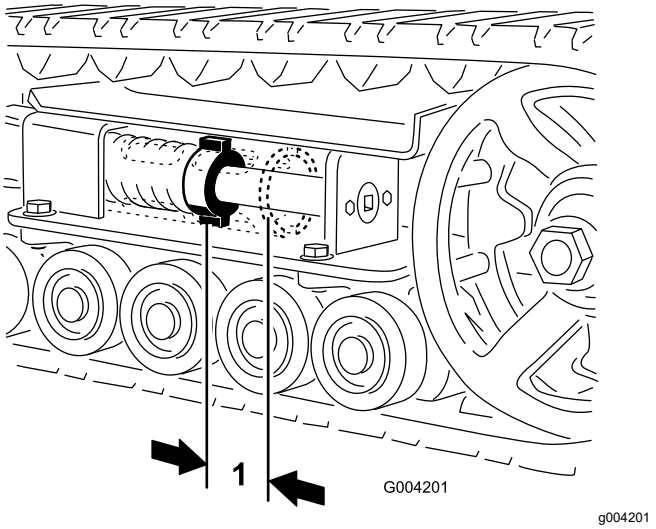

Figura 44
Debe haber una holgura de 7 cm entre la tuerca tensora y la parte de atrás del tubo tensor (Figura 44). Si no es así, ajuste la tensión de las orugas usando el procedimiento siguiente:
5. Usando una llave de carraca de ½", gire el tornillo tensor en sentido antihorario hasta que la distancia entre la tuerca tensora y la parte de atrás del tubo tensor (Figura 44) sea de 7 cm.
12. Gire el tornillo tensor en sentido antihorario hasta que la distancia entre la tuerca tensora y la parte de atrás del tubo tensor (Figura 44) sea de 7 cm.
18. Gire el tornillo tensor en sentido antihorario hasta que la distancia entre la tuerca tensora y la parte de atrás del tubo tensor (Figura 44) sea de 7 cm.